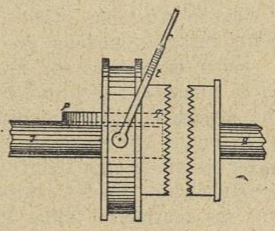

Fig. 199. — Détail d'un manchon à griffe.
(1) On appelle manchon à griffe un appareil permettant de relier ou de séparer deux arbres voisins. Chaque arbre est terminé par un manchon muni de rainures s'engageant l'une dans l'autre et pour séparer les arbres il suffit d'éloigner les manchons. Dans ce but le manchon de gauche peut glisser le long de son arbre quand on le pousse avec une fourche dont les deux extrémités tournent dans une gorge. Le manchon peut glisser dans le sens de la longueur de l'arbre, mais la saillie *p q* (fig. 199) le force à tourner toujours avec lui.